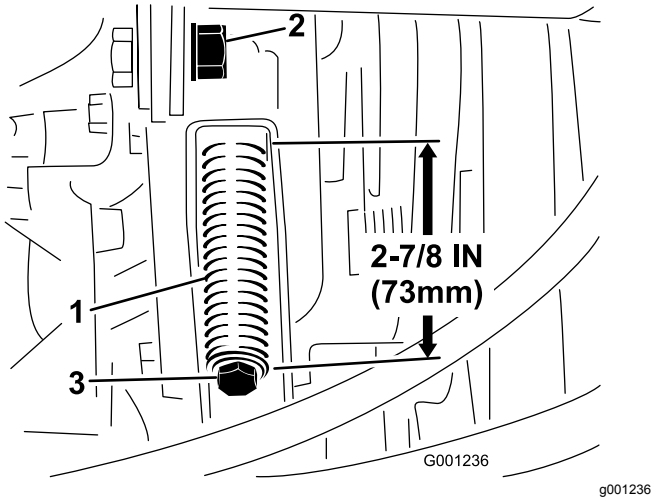

Figur 75
3. Løsne strekkstangens låsemutter (Figur 75).
4. Bruk en halvtommers skrunøkkel for å stramme eller løsne remspenningsfjæren (Figur 75). Juster fjæren slik at den er 273 mm lang.
4. Bruk en halvtommers skrunøkkel for å løsne remspenningsfjæren (Figur 75) helt.
6. Monter den nye kraftuttaksremmen og stram skivefjæren til den er 73 mm lang (Figur 75).
7. Stram til låsemutteren (Figur 75) og lukk panseret.